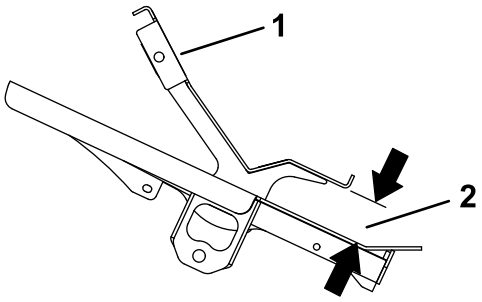

Figuur 8
3. Zet het tractiepedaal in de neutraalstand en stel het lager aan het uiteinde van de stang af door het vaster of losser te schroeven tot u de afmeting in Figuur 8 bereikt.